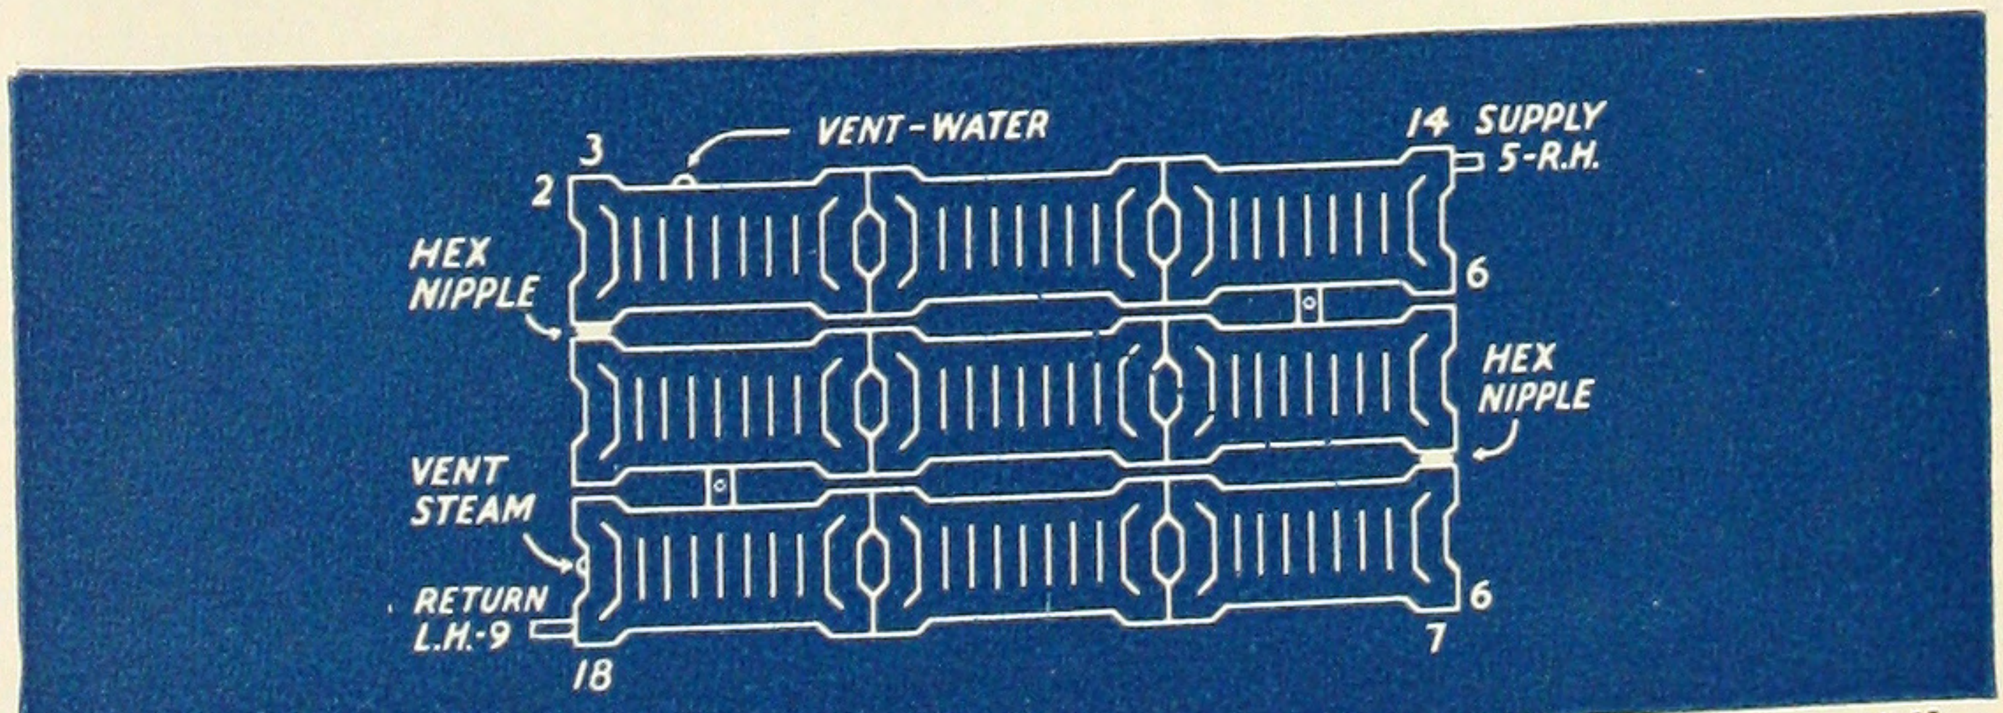

*Fig. 17. Assembled nine sections in three tiers. Using adjustable spacing saddle.*
*Adjustable Spacing Saddle. Furnished between sections. See figures 17, 16, and 18 on pages 27 and 29.*